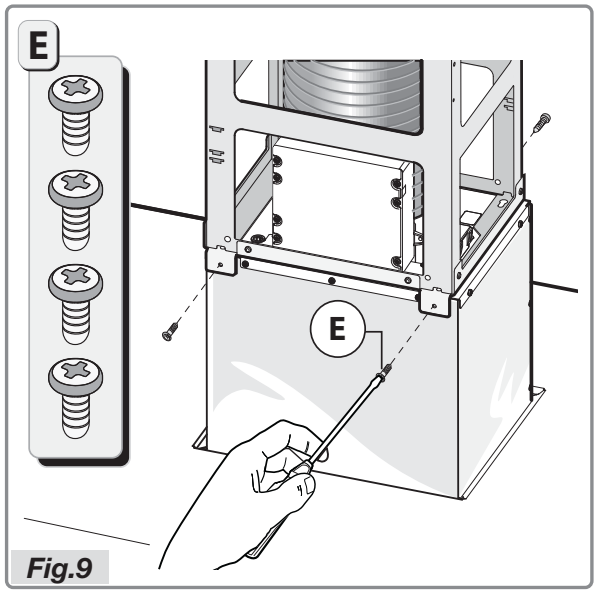

Fig.9
- Bevestig de contstructie **C** op het motorhuis met behulp van de 4 schroeven **E** (Fig.9).